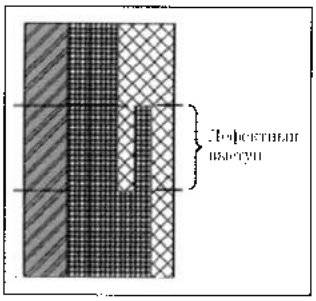

Рис. 15.24. *Некорректная форма границ сердцевины*
- любое горизонтальное сечение сердцевины не должно содержать области с иными приоритетами (рис. 15.24);